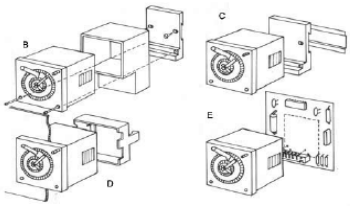

Fig. 3
To printed circuit with accessory ref. 144900 (E). (Fig 3).